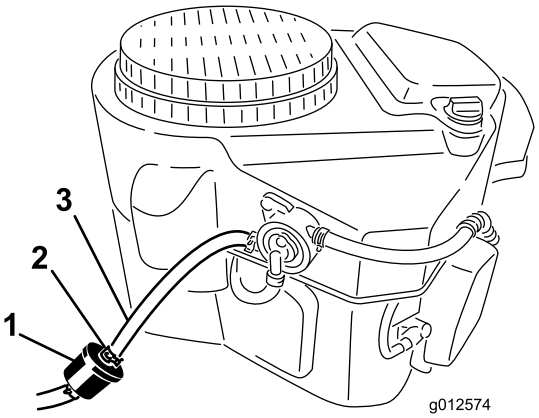

Figur 50
2. Rengør området omkring tankdækslet for at forhindre, at der kommer snavs i brændstoftanken (Figur 50).
4. Klem slangeklemmernes ender sammen, og skub dem væk fra filteret (Figur 50).